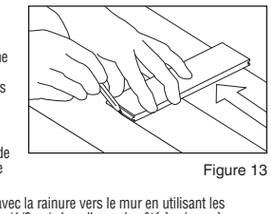

Figure 12
- La sous-couche du revêtement de sol flottant est déjà pourvue d'un ruban double face qui facilitera le jointoiement des joints chevauchant précoupés (Figure 12). Si vous utilisez une souscouche non-adhésive, appliquez le ruban fourni sur tous les joints.